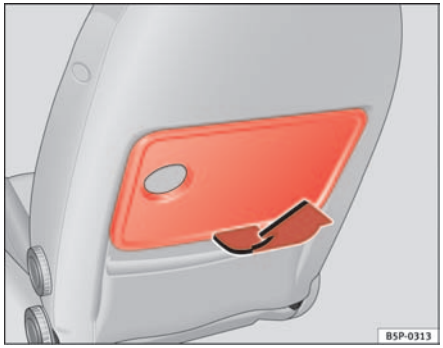

Fig. 102 Folding table for the front left seat
– To open the table, open it up in the direction of the arrow ⇒ fig. 102.